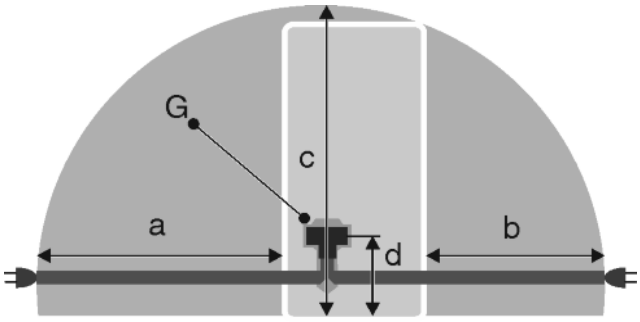

Fig. 51
- Steckdose liegt außerhalb des Geräterückseitenbereichs im gegebenen Bereich *Fig. 51 (a, b, c)*.
▶ Gerätestecker *Fig. 51 (G)* auf der Rückseite des Gerätes einstecken. Auf richtiges Einrasten achten.